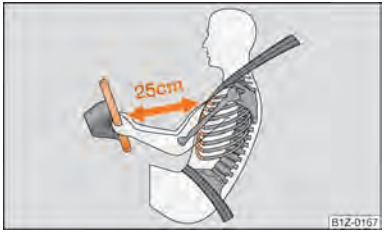

Fig. 124 Safe distance to steering wheel
- **For the driver and front passenger it is important to maintain a distance of at least 25 cm from the steering wheel or dash panel ⇒ fig. 124. Not maintaining this minimum distance will mean that the airbag system will not be able to properly protect you - hazard! The front seats and the head restraints must always also be correctly adjusted to match the body size of the occupant.**